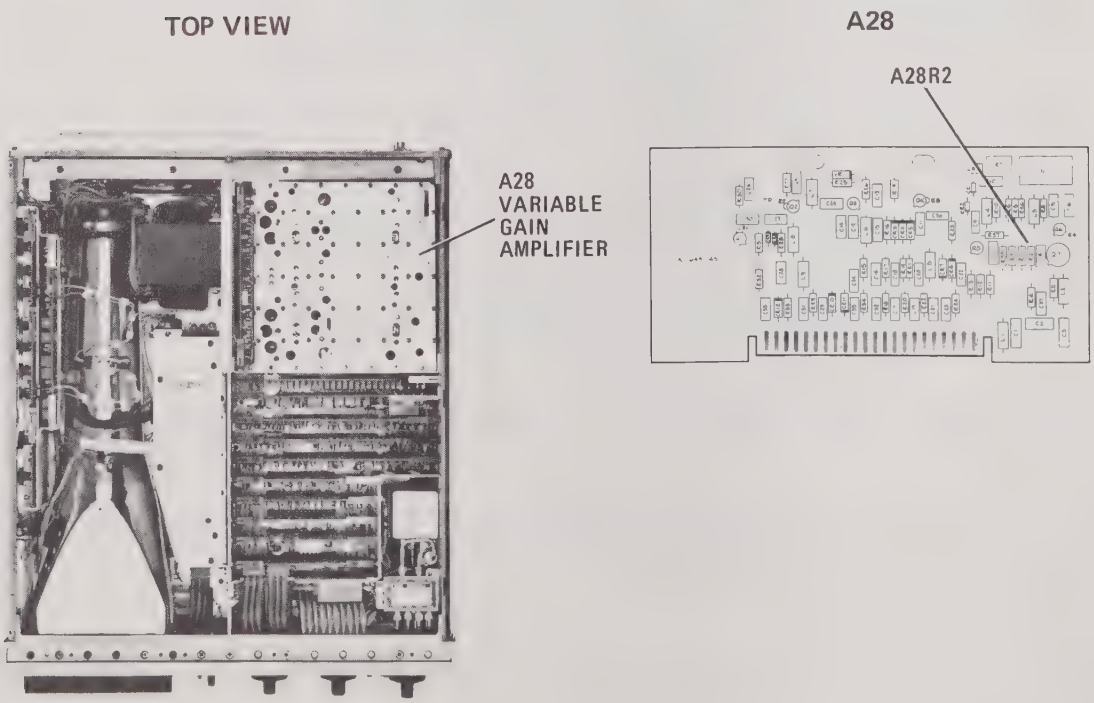

Figure 5-61. Absolute Amplitude Calibration Adjustment Locations
f. For every dB signal peak is away from this graticule line, change value of factory selected resistor A28R2 (Figure 5-61) by 10%. (An increase in resistance will increase signal level.) When signal is within 1 dB of graticule line, proceed to step g.